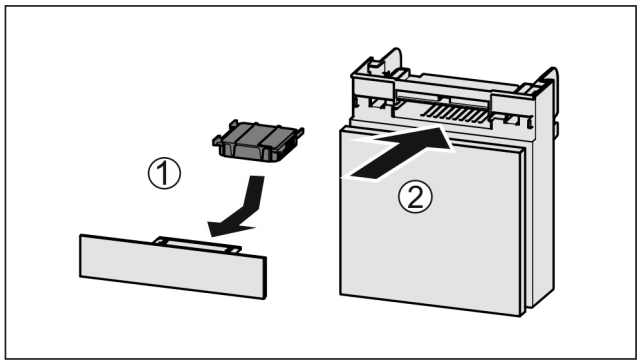

Fig. 172
▶ Insert the carbon filter as shown in the diagram *Fig. 172 (1)*.
▶ Push the compartment in *Fig. 172 (2)*.